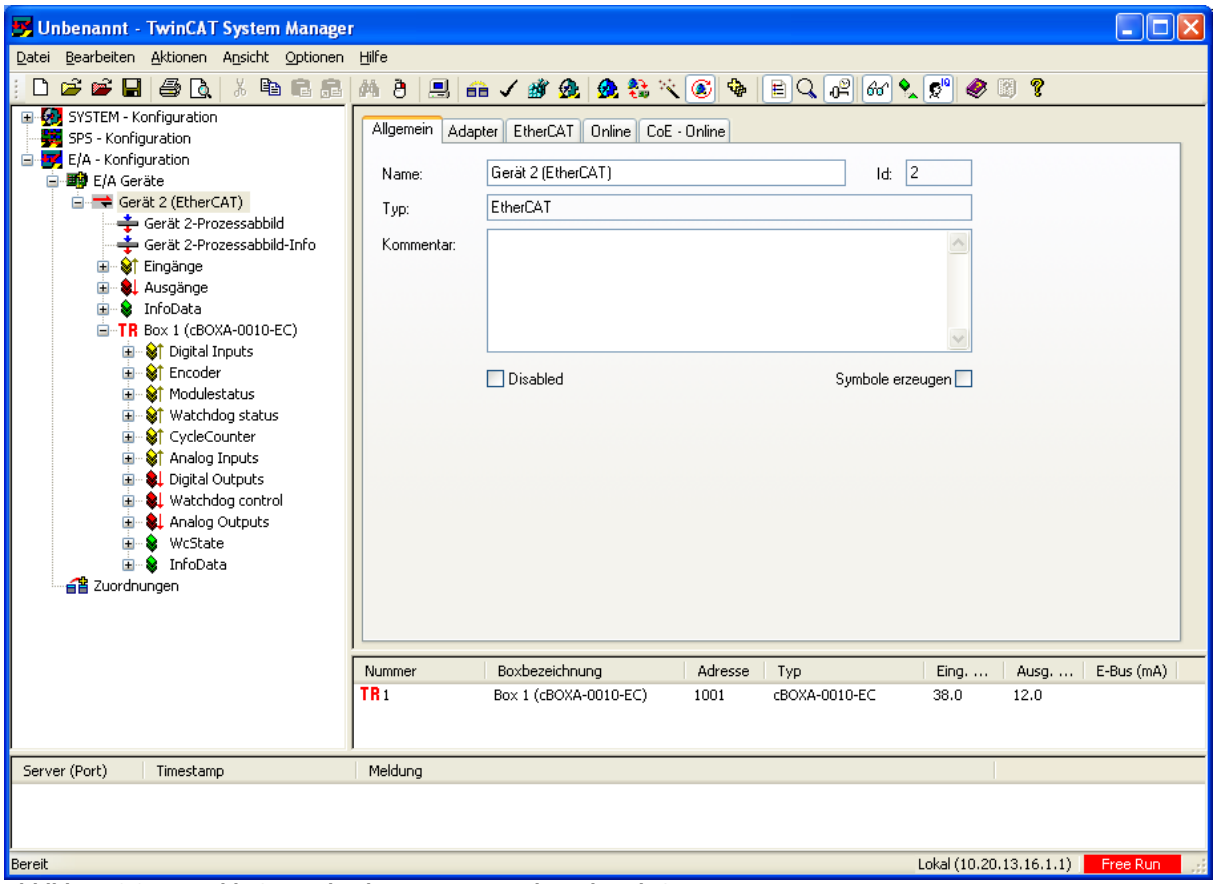

Abbildung 8.3.1: combiBOX analog im Free-Run Modus mit TwinCAT
Die combiBOX kann jetzt im „Free Run“ betrieben werden. *(Siehe Abbildung 8.3.1)*
10. Nach dem erfolgreichen „Boxen Scannen“ erscheint die combiBOX automatisch in der Baumstruktur und kann jetzt im „Free Run“ betrieben werden. *(Siehe Abbildung 8.3.1)*
12. Nach dem erfolgreichen manuellen anfügen der combiBOX erscheint diese automatisch in der Baumstruktur und kann jetzt im „Free Run“ betrieben werden. *(Siehe Abbildung 8.3.1)*